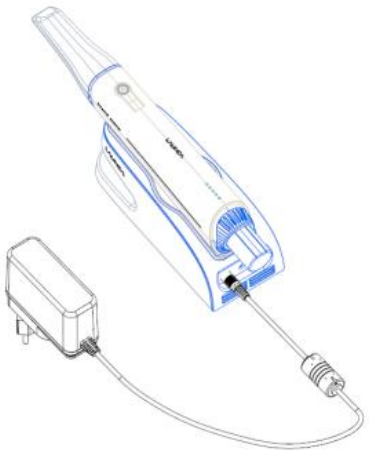

Fig. 1-6 Power Interface Diagram
① Plug the RJ45 data cable on the camera adapter unit into the converter, and plug the USB data cable on the Converter into a Notebook. Then the camera adapter unit is contected to AC power as shown in Fig 1-6.